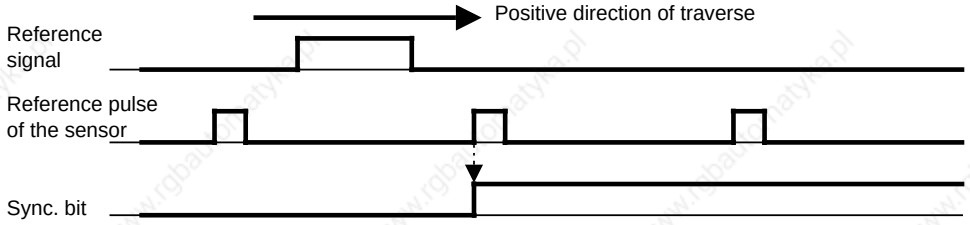

Figure 15-18. Position of the Reference Point (SYNC Bit 0 --> 1) after the Reference Signal
- If the reference signal changes from ”1” to ”0” before the reference pulse is reached, the module is only synchronized if a positive traversing path is recognized after the falling edge of the reference signal (see figure 15.18).